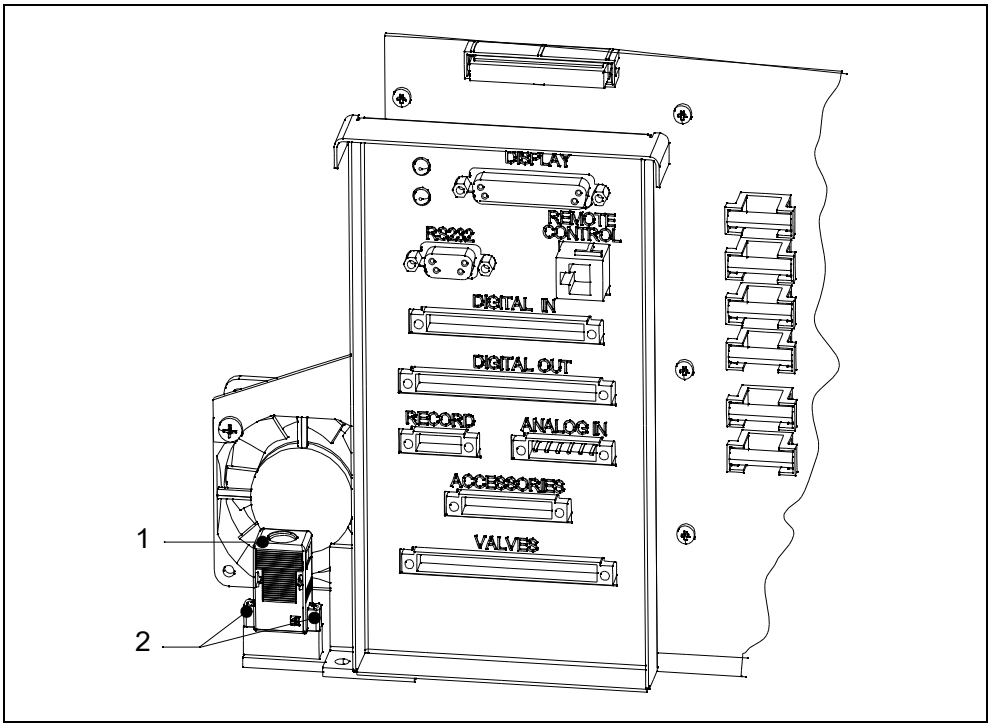

Abb. 7-7 Austausch I•STICK
- Für den Austausch des I•STICK lösen Sie die beiden Schrauben mit denen der I•STICK auf der Steckdose verschraubt ist. Siehe hierzu nachstehende Abb. 7-7.